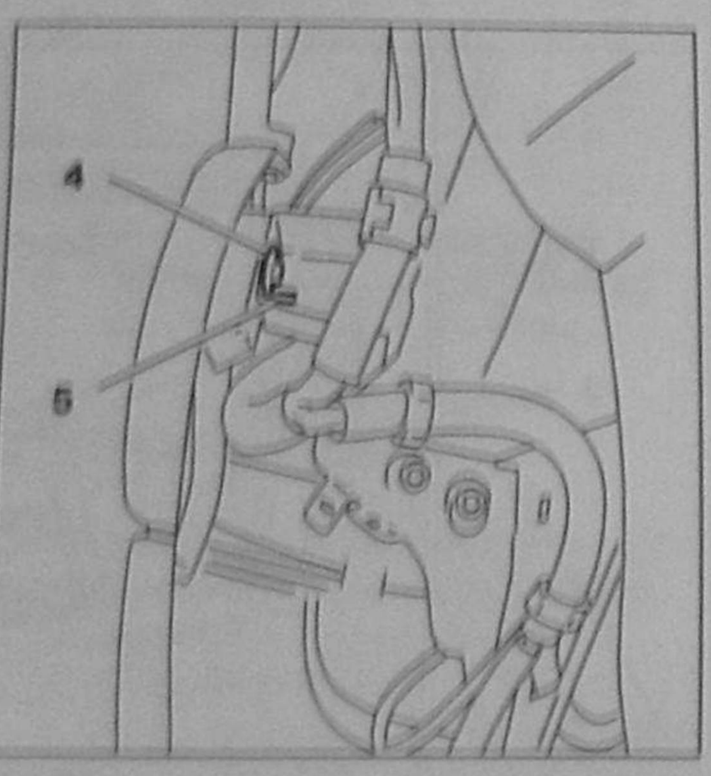

Рис. 10.6.
7. Снимите винт **4** (рис. 10.6).